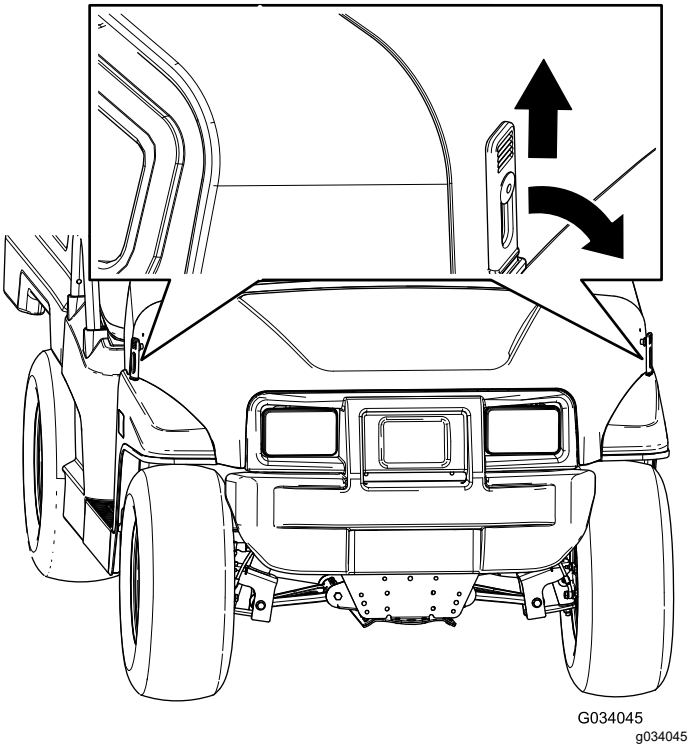

Figur 25
1. Løft opp håndtakene på gummilåsene på hver side av panseret (Figur 25).
2. Sikre panseret ved å innrette gummilåsene på låsefestene på hver side av panseret (Figur 25).